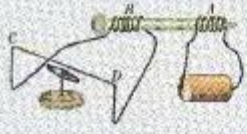

图 2-23
3. 在一根长铁钉上用漆包线绕上两个线圈 A 和 B，将线圈 B 的两端接在一起，并把 CD 段漆包线放在自南向北方向上方，如图 2-23 所示。试判断用干电池给线圈 A 通电的瞬间，指南针偏转的方向。做一下这个实验，看看你的判断与实验结果是否一致。